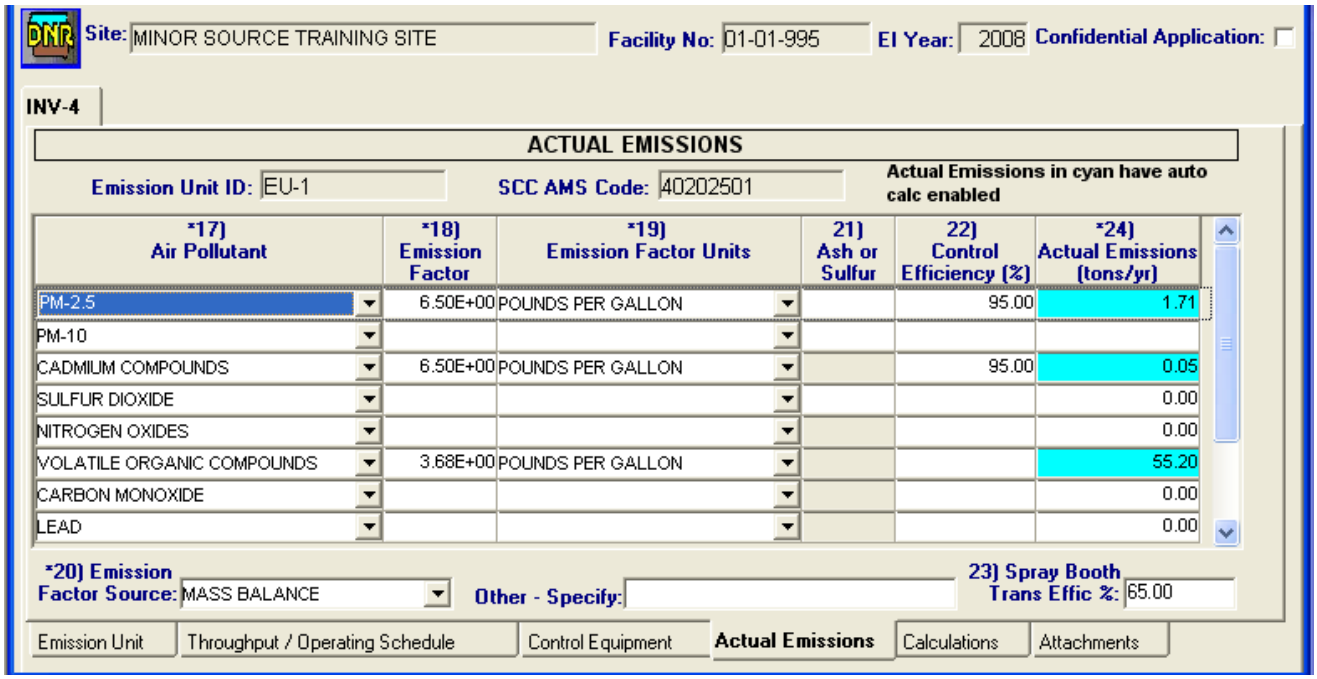

Figure 13.7 – PM_{10} and Cadmium Compounds
3. Refresh by leaving the screen and returning. The PM-10 line will reappear but will be blank (see Figure 13.7).